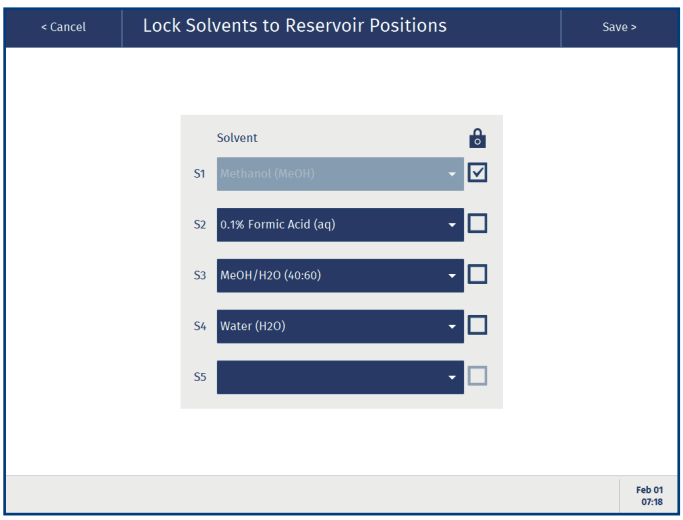

图 14. 甲醇锁定至溶剂槽 S1 的 Lock Solvents to Reservoir Positions 视图。
2. 在 **Lock Solvents to Reservoir Positions** 视图中，从所需溶剂槽下拉列表中选择要锁定的溶剂（请参阅图 14）并选中相应的复选框。